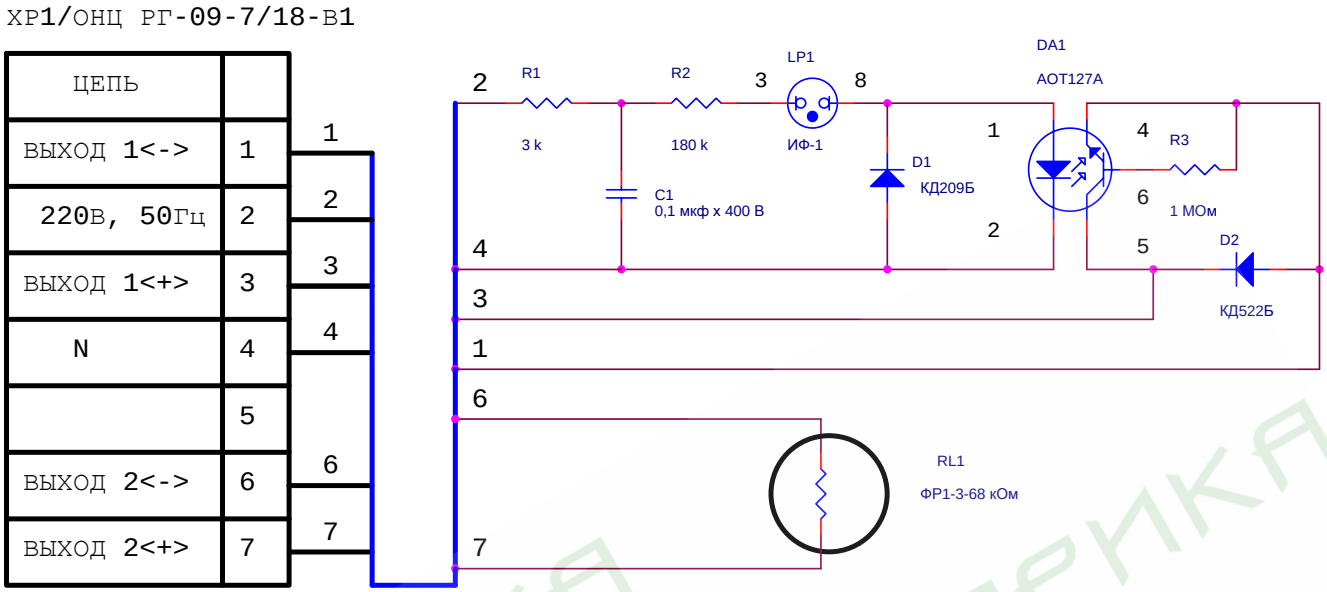

Рис.1. Фотодатчик ФД-05 ГМ. Схема электрическая принципиальная.
3.Схема электрическая принципиальная, общий вид с габаритными размерами и схема подключения датчика приведены на рис.1, 2 и 3 соответственно.